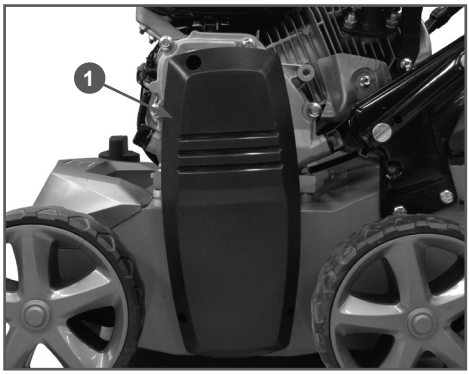

Рис. 30 Кожух защитный ремня привода
1. С помощью ключа шестигранного 6 мм и отвёртки PH2 (не входят в комплектность устройства) открутите болт и винты крепления кожуха и снимите кожух 1 защитный ремня привода рабочего валика (Рис. 30).
1. Открутите болт и винты крепления кожуха и снимите кожух 1 защитный ремня (Рис. 30).